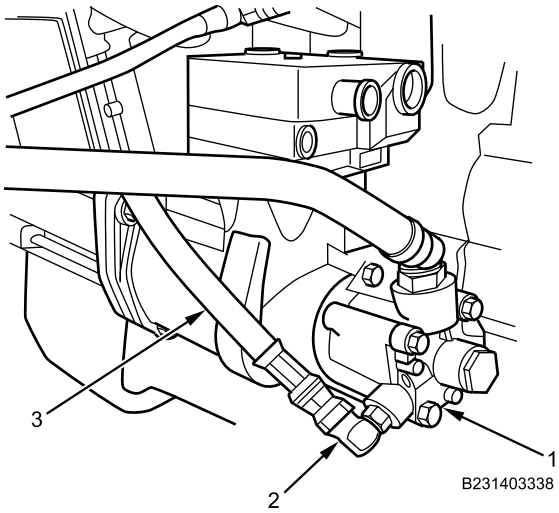

Figure 3. Power Steering Pump.
4. Remove pressure hose (Figure 3, Item 3) from power steering pump (Figure 3, Item 1) at elbow fitting (Figure 3, Item 2).